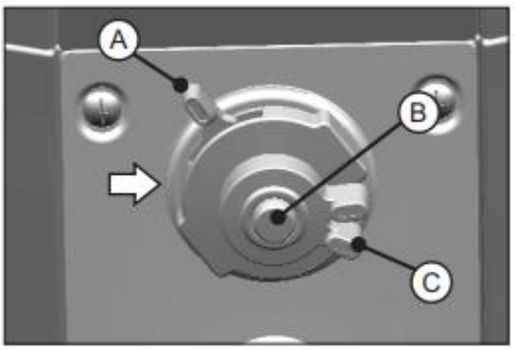

Fig. 3.3.2
3.3.2 Kombinationsafbryder (fig. 3.3.2):